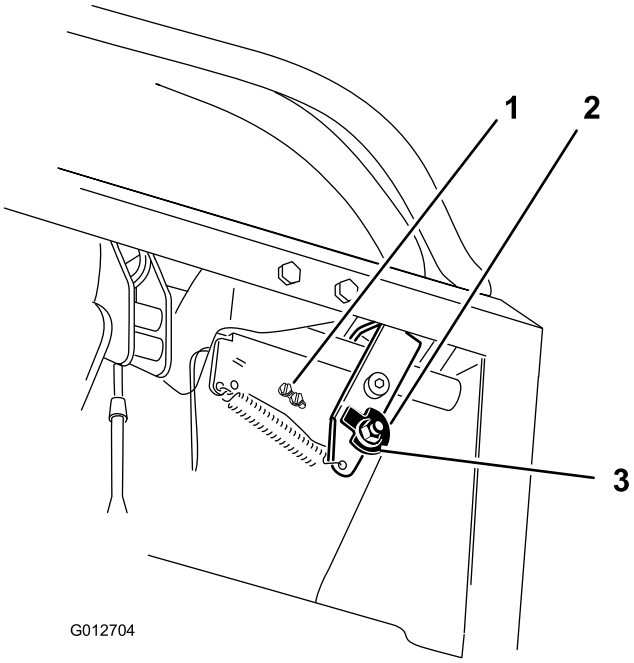
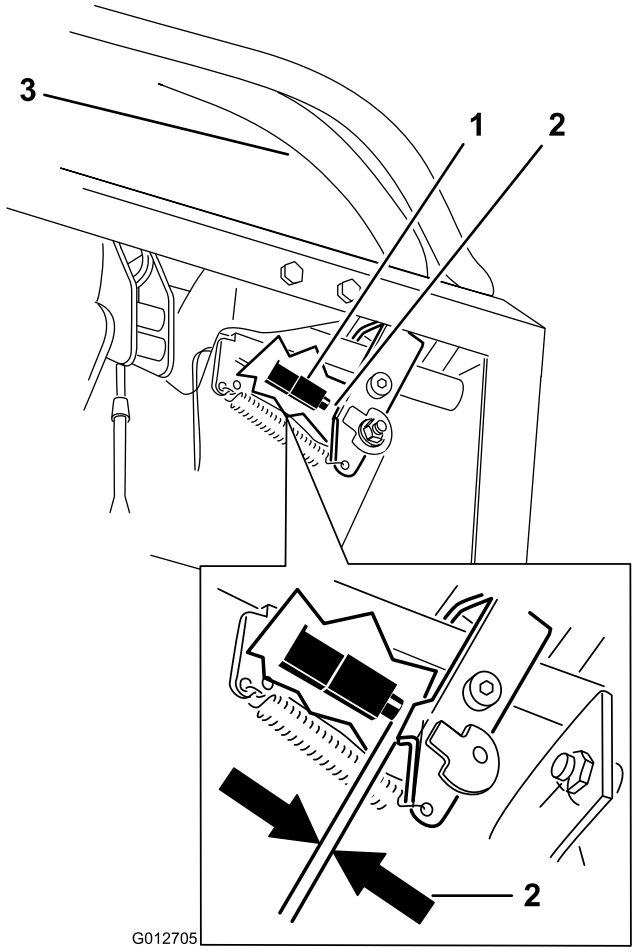

Figur 68
Figur 69
7. Løsn møtrikken, der fastholder knasten (Figur 68).
10. Kontroller mellemrummet mellem bevægelseshåndtaget og kontakten som vist i Figur 69. Mellemrummet skal være mindst 3 mm, når højre bevægelseshåndtag er i den neutrale, ulåste position.
11. Løsn om nødvendigt skruerne, der holder kontakten, og juster kontakten (Figur 68 og Figur 69).